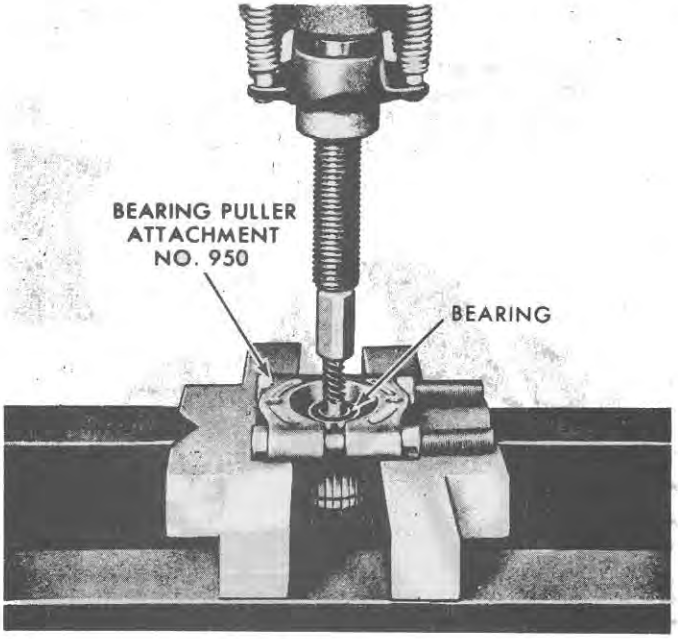

Figure 17
a. Remove the bearing from the commutator end of the armature shaft, using Bearing Pulling Attachment No. 950 as shown in Figure 17; then slide the spacer off the armature shaft.